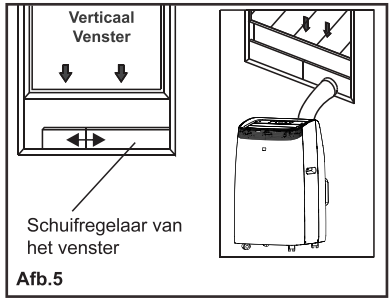

Afb.5
4. Bevestig de slanguitlaat in de raamschuifkit en sluit deze af. (Afb.5 en 6).